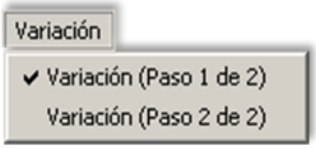

Figura D.48. Despliegue del menú Variación.
- **Variación.** Este menú permite acceder a los campos referentes al estudio frecuencial del circuito Steinmetz frente a la variación de parámetros (ver Figura D.48).